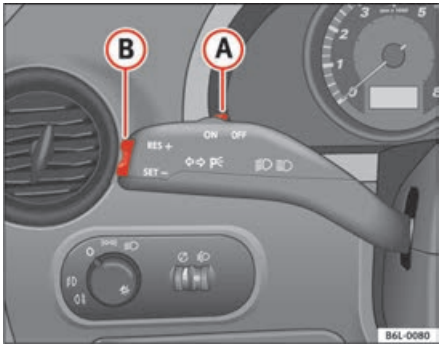

Fig. 107 Turn signal and main beam headlight lever switch and rocker switch for the cruise control
– Press the lower part **SET** of the rocker switch ⇒ fig. 107 (B) once briefly when you have reached the speed you wish to set.